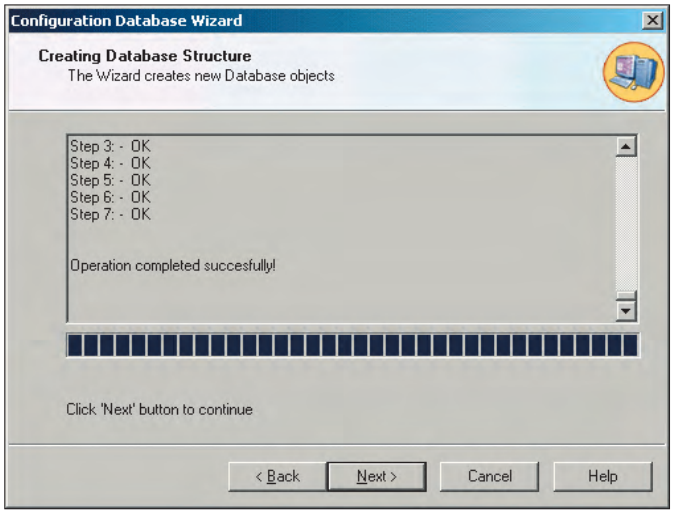

Рис. 3. Успешное завершение операции создания нового файла базы данных
4. Мастер баз данных автоматически выполнит все необходимые операции по созданию новой конфигурационной базы. По окончании на экран будет выведено окно, показанное на рис. 3. Нажмите кнопку **Next** (Далее).